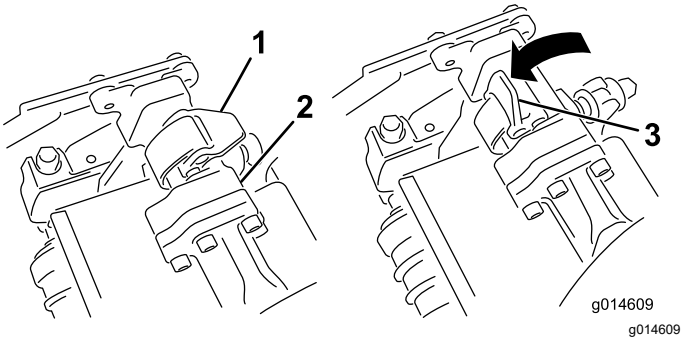
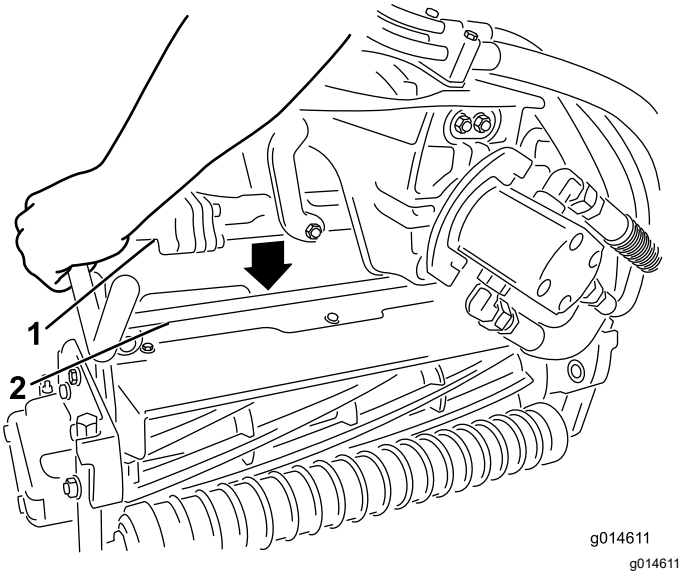

Figure 48
Figure 49
3. Les verrous de la barre de bras de suspension étant orientés en haut (c.-à-d. ouverts) (Figure 48), poussez le bras de suspension vers le bas pour que la barre s'engage sur la barre transversale au sommet de l'unité de coupe (Figure 49).
4. Fermez les verrous autour de la barre de l'unité de coupe et bloquez-les en place (Figure 48).
4. Ouvrez les verrous sur la barre du bras de suspension appartenant à l'unité de coupe que vous voulez déposer (Figure 48).